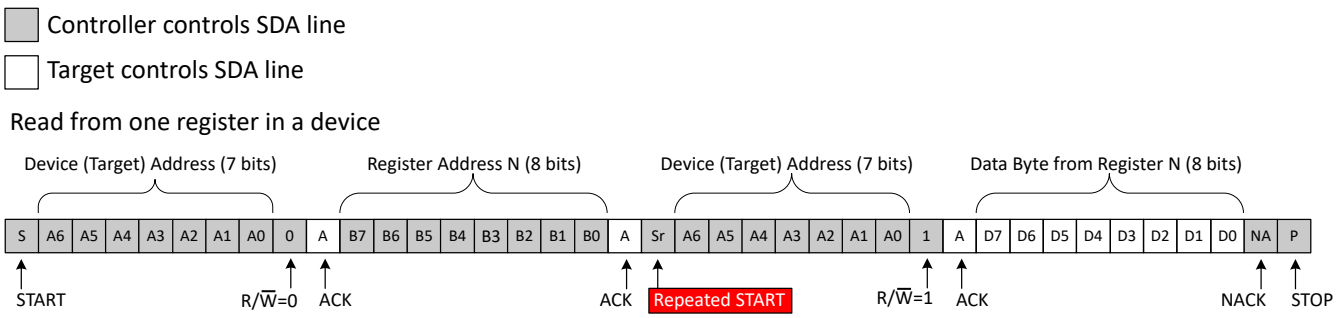

Figure 8-8. Read from Register
Figure 8-8 shows an example of reading a single byte from a target register.
B. This figure eliminates the command byte transfer, a restart, and target address call between the initial target address call and actual data transfer from the P port (see Figure 8-8 for these details).